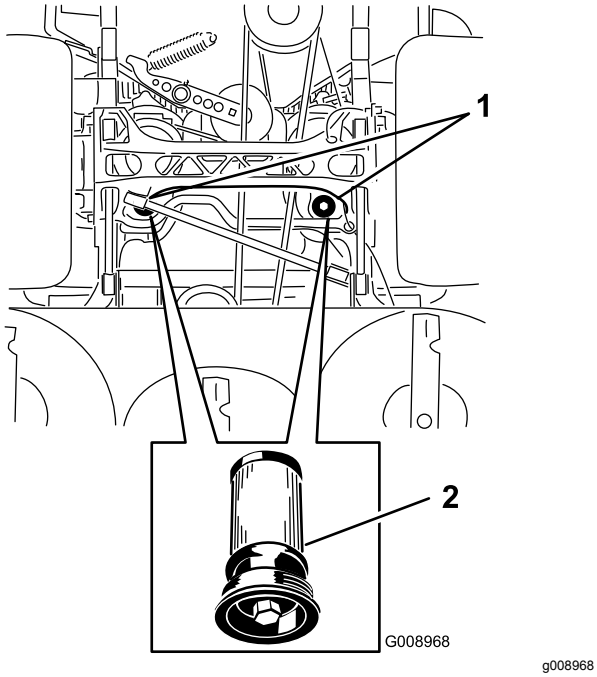

Figuur 101
5. Plaats een opvangbak onder het filter, verwijder het oude filter en veeg het oppervlak schoon (Figuur 101).
6. Smeer een dun laagje hydraulische vloeistof op de rubberen pakking van het nieuwe filter (Figuur 101).